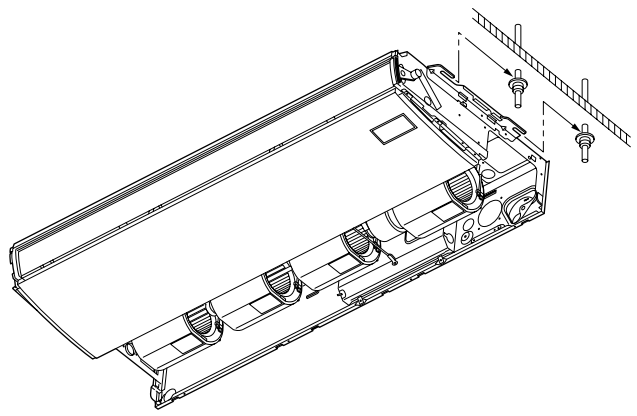

**Fig. 3-46**
b) Lift the indoor unit, and place it on the washers through the notches, in order to fix it in place. (Fig. 3-46)